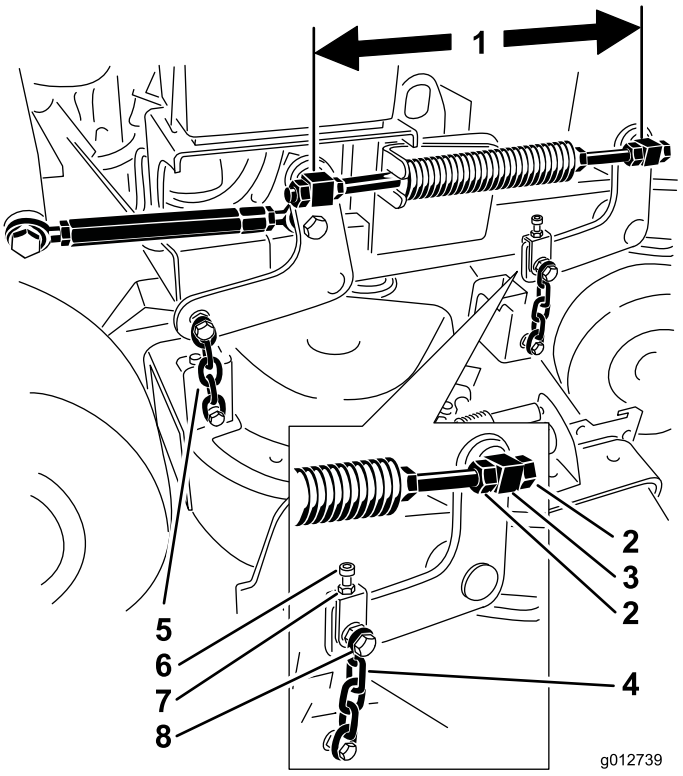

Figur 84
6. Kontrollera avståndet mellan lekarna. Mät i mitten av lekarna (längden från mitt till mitt) på den gängade stången. Avståndet ska vara 49,5 cm för klippardäck på 91 cm och 43,7 cm för klippardäck på 102 cm (Figur 84).
9. Använd kontramuttrarna på den främre lekaren för att justera längden mellan den främre och den bakre lekaren på den sidan (Figur 84).
11. Använd justerskruven för att få samma spänning på båda de främre kedjorna (Figur 84).
5. Lossa muttern på den övre kedjans bult och kontramuttern på justerskruven (Figur 84).
6. Använd justerskruven för att se till att höjden är 6 till 10 mm lägre framme vid **A** än bak vid **B** (Figur 84).